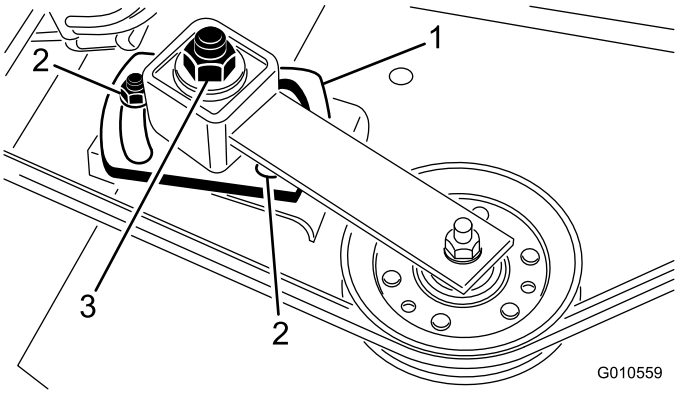

Figura 28
4. Allentate le 2 viti che fissano la piastra tendicinghia in posizione. Con una chiave torsiometrica e a tubo serrate il dado di regolazione del tendicinghia tra i 24 e i 41 Nm (Figura 28).